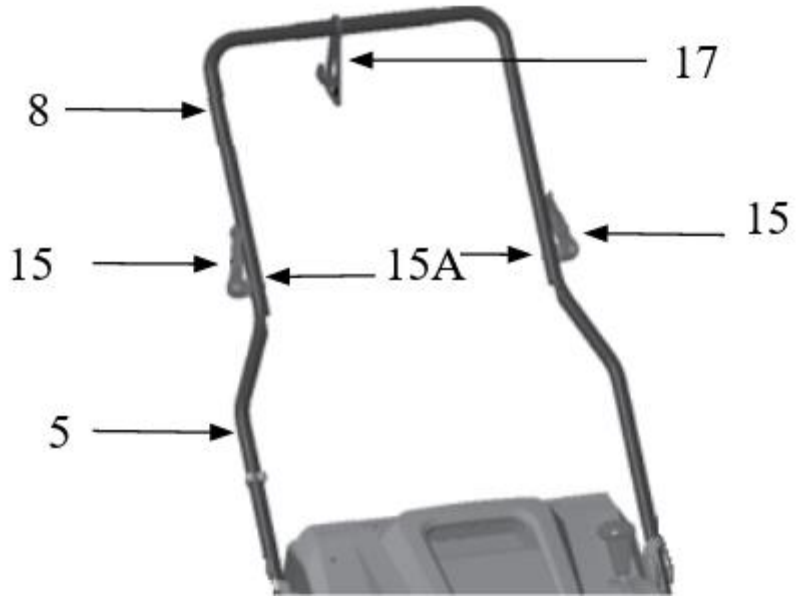

Rys. 3
2. Umieść odciążnik przewodu zasilającego (Rys. 3, poz. 17) na środkowym uchwycie (Rys. 3, poz. 8).
3. Przy pomocy klamry (Rys. 3, poz. 15) i śruby (Rys. 3, poz. 15A) przykręć środkową część uchwytu (Rys. 3, poz. 8) do dolnych uchwytów (Rys. 3, poz. 5) zamontowanych na korpusie urządzenia. Pamiętaj o zamontowaniu podkładki na śrubie i umieszczeniu jej między klamrą a uchwytem. Czynność wykonaj po